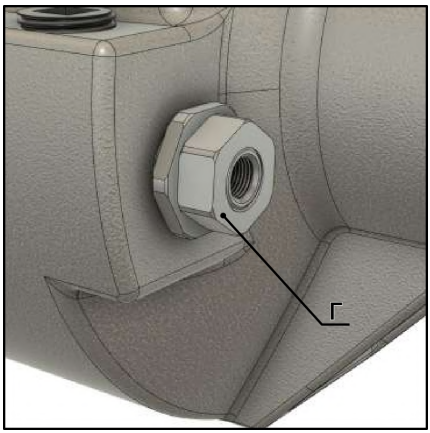

Рис. 28
3.28 Затяните фиксирующую гайку «**Г**» гаечным ключом на **22**. Далее извлеките шестигранный ключ и выкрутите фитинговый болт. (**Рис. 28**)